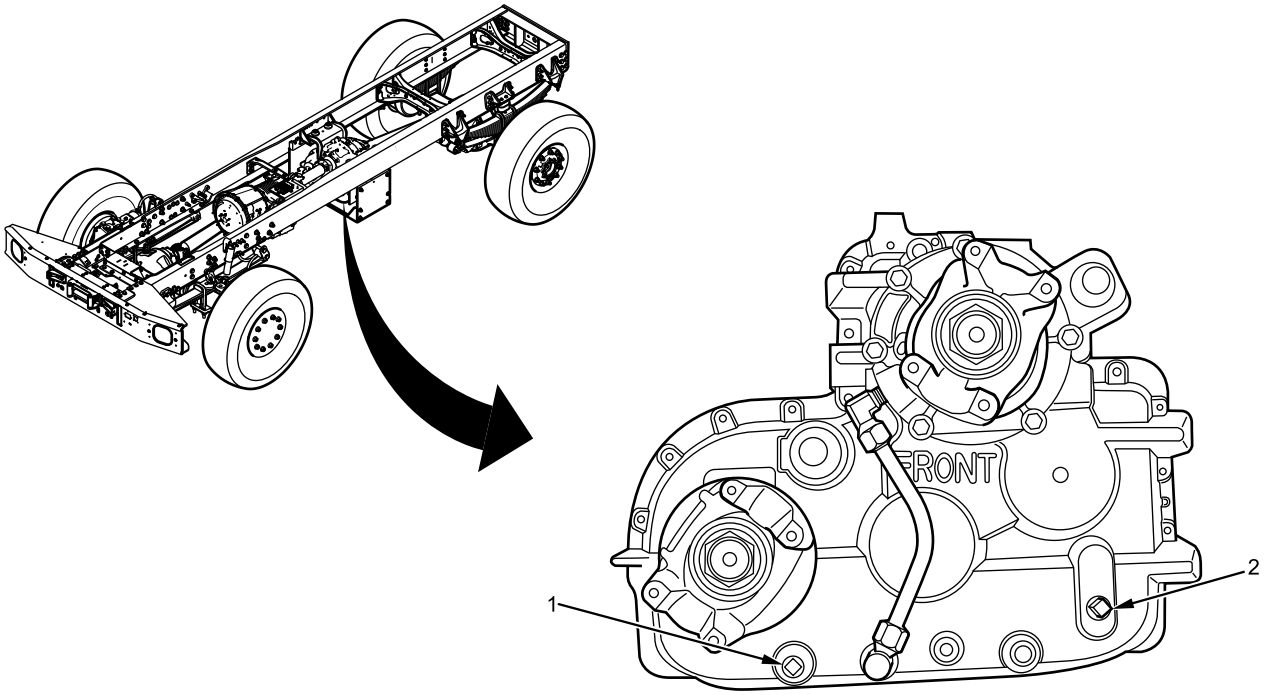

Figure 1. Transfer Case Drain and Fill Locations.
2. Remove magnetic drain plug (Figure 1, Item 1) from transfer case, allowing fluid to drain into pan.
3. Remove transfer case fill plug (Figure 1, Item 2).